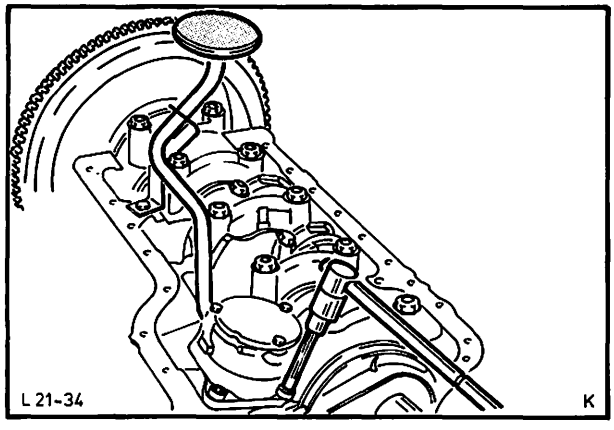

Abb. 43 Ölpumpe mit Spezialwerkzeug 21-012 abschrauben
23. Ölpumpe (3 Schrauben) mit Spezialwerkzeug 21-012 abschrauben, Abb. 43. Ölpumpen-Antriebswelle herausnehmen.